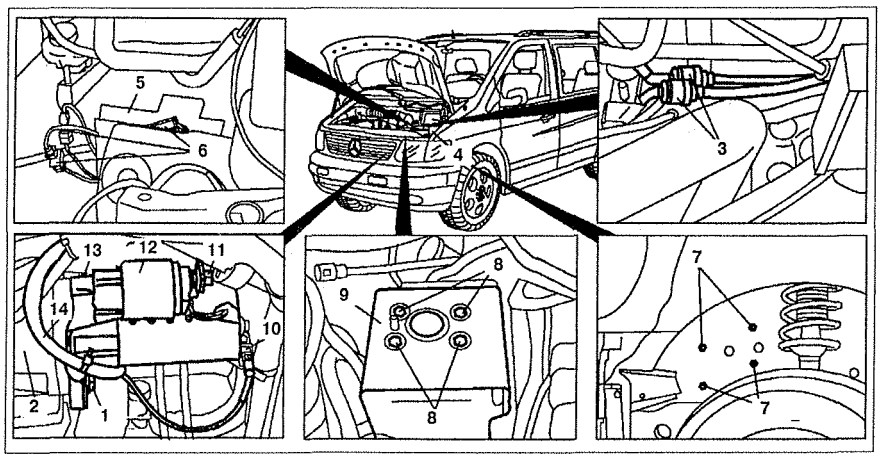

Рис. 3.56. Стартер:
2. Открутите болт **1** (см.рис.3.56).